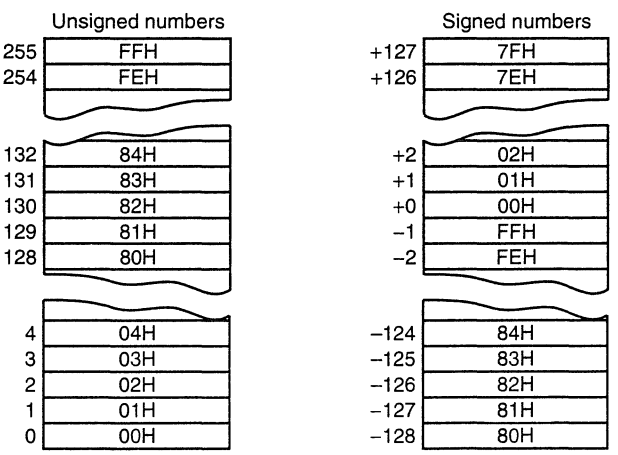

FIGURE 6–5 Signed and unsigned numbers follow different orders.
Because both signed and unsigned numbers are used in programming, and because the order of these numbers is different, there are two sets of conditional jump instructions for magnitude comparisons. Figure 6–5 shows the order of both signed and unsigned 8-bit numbers. The 16- and 32-bit numbers follow the same order as the 8-bit numbers except that they are larger. Notice that an FFH (255) is above the 00H in the set of unsigned numbers, but an FFH (–1) is less than 00H for signed numbers. Therefore, an unsigned FFH is above 00H, but a signed FFH is less than 00H.